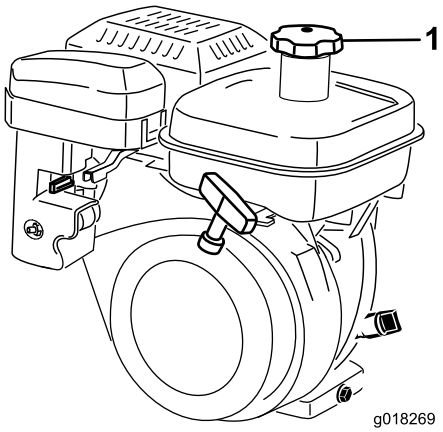

Figur 22
1. Rengør området omkring brændstoftankens dæksel, og fjern dækslet fra tanken (Figur 22). Brug blyfri benzin, og fyld brændstoftanken op, men ikke højere end til bunden af filteret. Fyld ikke for meget på.